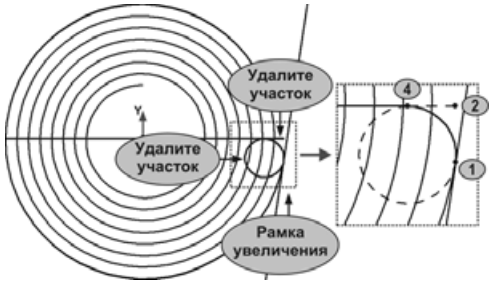

Рис. 8.21
- Увеличьте во весь экран участок эскиза, как это показано на рис. 8.21.
- С помощью команды **Усечь кривую двумя точками** аккуратно удалите участок окружности, ограниченный точками 4 и 1 (на рис. 8.21 он показан пунктирной линией). Обе точки укажите с помощью привязки **Пересечение**.